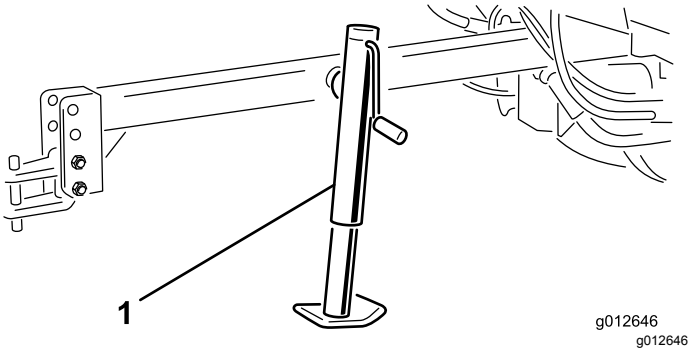

Rysunek 7
1. Wsuń stopę podporową na rurę montażową na dyszlu (Rysunek 7).
2. Wyrównaj otwory w podporze względem otworów w rurze montażowej i zamocuj podporę za pomocą sworznia (Rysunek 7).